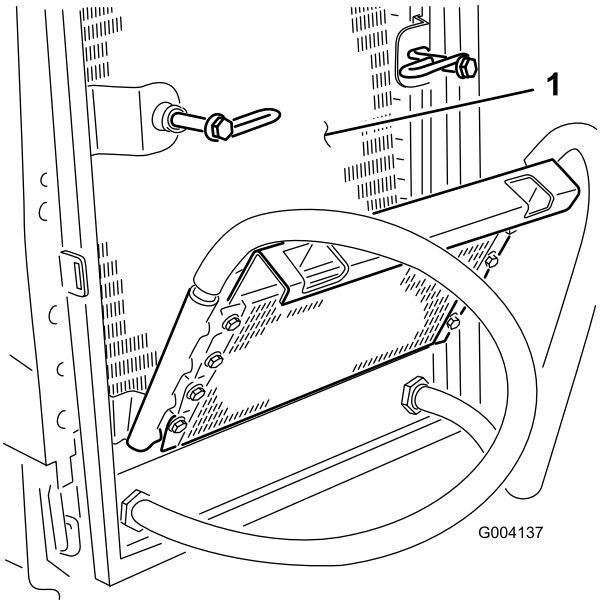

Figuur 66
6. Reinig beide zijden van de oliekoeler en de radiateur grondig Figuur 66) met perslucht.